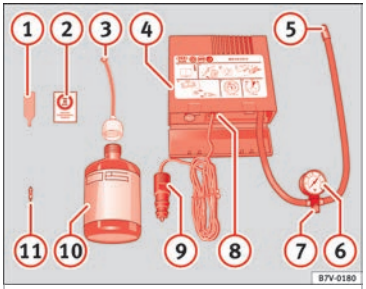

Fig. 97 Standard representation: contents of the anti-puncture kit.
The anti-puncture kit is located underneath the floor covering in the luggage compartment. It includes the following components ›› **Fig. 97**:
Screw the inflator tube ››› Fig. 97 (5) again and check the pressure on the gauge (6).